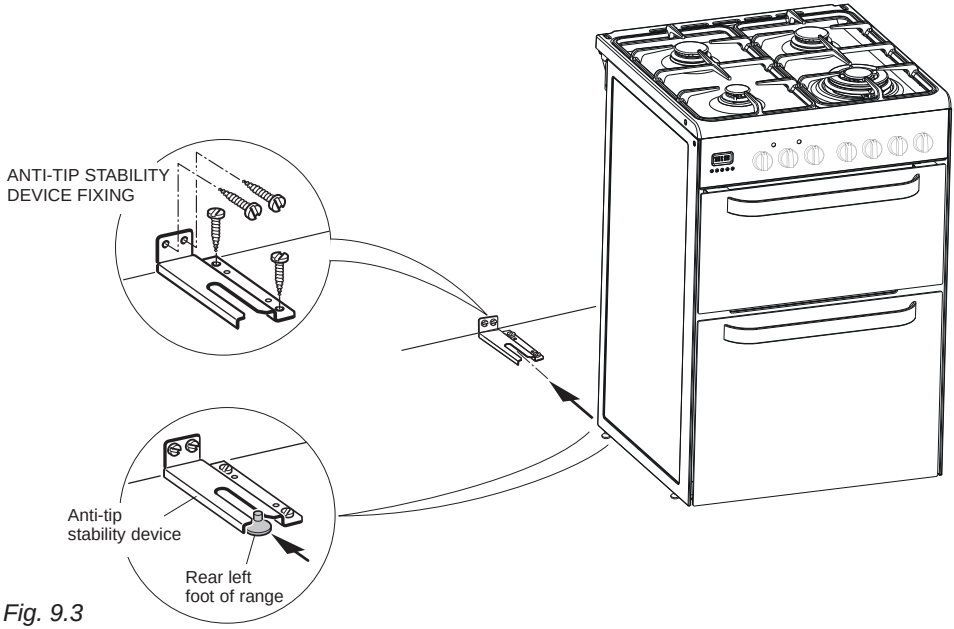

Fig. 9.3
1. After you have located where the cooker is to be positioned, mark on the wall and on the floor the place where the four screws of the anti-tilt bracket have to be fitted. Please follow the indications given in fig. 9.3.
2. Drill four 8mm diameter holes for the fixing screws (two in the wall and two in the floor- see fig. 9.3) and insert the plastic plugs supplied.
3. Attach the anti-tilt bracket to the floor and rear wall using the four screws supplied, as shown in fig. 9.3.
4. After attaching the anti-tilt bracket securely, slide the cooker into place. Ensure that the rear left foot slides under the bracket, as shown in fig. 9.3.